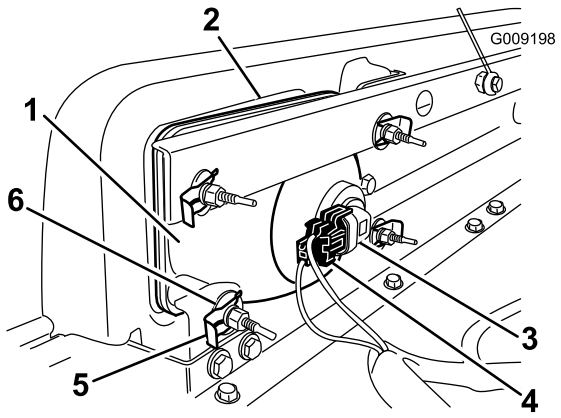

Figuur 34
2. Verwijder de koplamp door deze naar voren door de opening in de voorbumper te trekken (Figuur 34).
3. Monteer de nieuwe koplamp via de opening in de bumper (Figuur 34). Zorg ervoor dat de afstelpennen op één lijn zijn met de openingen in de montagebeugel in de bumper.